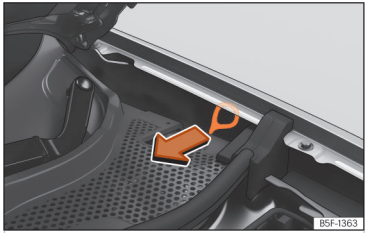

Abb. 63 Zwischen dem linken Kotflügel und dem Scharnier der Frontklappe: Ziehgriff für manuelle Notentriegelung des Ladesteckers.
Der Ziehgriff für die manuelle Notentriegelung befindet sich auf der linken Seite im Motorraum oberhalb der Ladedose ››› (Abb. 63).
- Ziehen Sie den Ziehgriff ››› (Abb. 63).